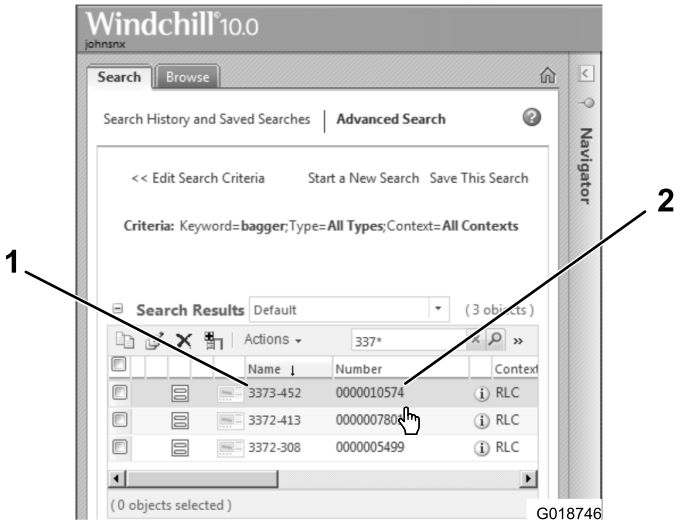

Figure 34
4. Remove the oil-fill cap/dipstick and wipe the end clean (Figure 34).
5. Slide the dipstick fully into the fill port without threading it into the port (Figure 34).
6. Remove the dipstick and look at the end. If the engine oil level is low, slowly pour only enough oil into the fill port to raise the level to the Full mark on the dipstick (Figure 34).
7. Replace and secure the dipstick (Figure 34).